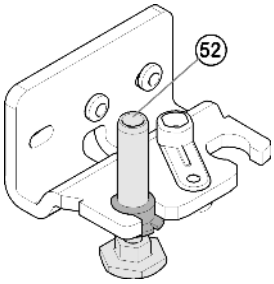

Fig. 17
- ▶ Gerät wieder leicht nach hinten kippen und Lagerbolzen *Fig. 17 (52)* wieder einsetzen. Die Kerbe muss nach vorne zeigen.